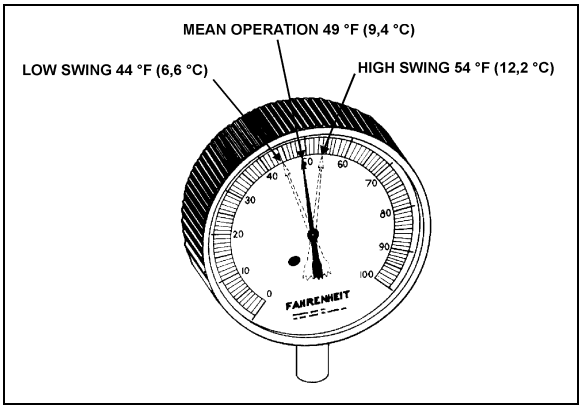

FIGURE 35: HIGH & LOW SWING TEMPERATURE AT REMOTE BULB 22047
6. Check approximately 5 readings of pressure at 2-minute intervals and convert to temperature using the vapor-pressure table (page 53). Likewise check the temperature reading at the remote bulb at the same 2-minute intervals and record the low and high swing readings of the needle (refer to Fig. 35).
Example of readings taken at fig. 35: